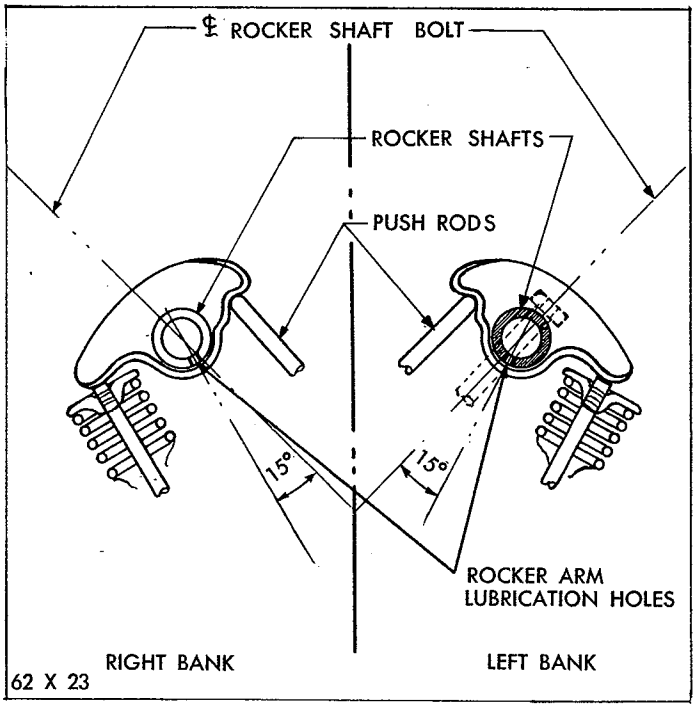

*Fig. 9—Rocker Arm Lubrication Holes*
(1) Install rocker arms and shaft assembly making sure to install the long stamped steel retainers in the number two and four positions.
(2) Install rocker shafts so that 3/16 inch diameter rocker arm lubrication holes point downward into the rocker arm, so that the 15° angle of these holes point outward towards the valve end of the rocker arms, (Fig. 9). This is necessary to provide proper lubrication to the rocker assemblies.